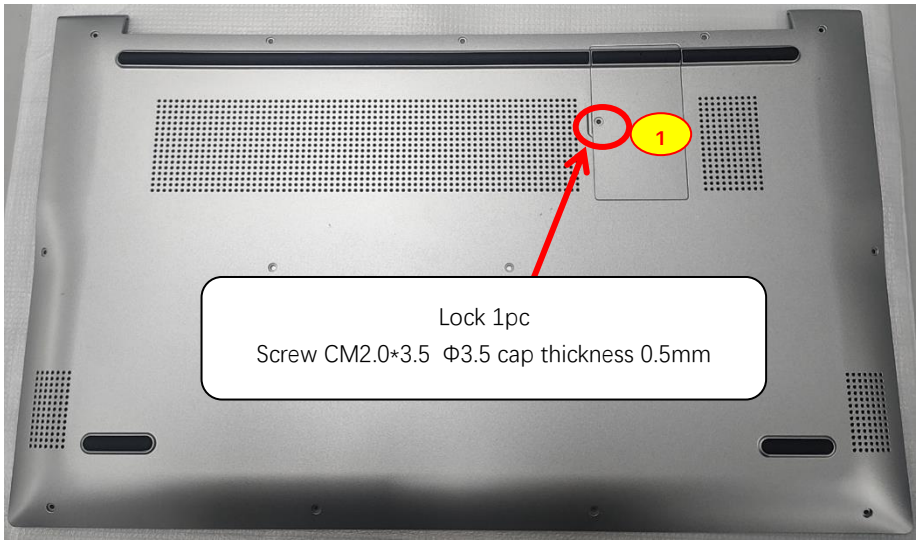

Figure 3-59 Replacing the Base Cover
1. Install the chassis to the machine by pressing the chassis vertically on the left and right pivots of the machine; Figure 3-59.